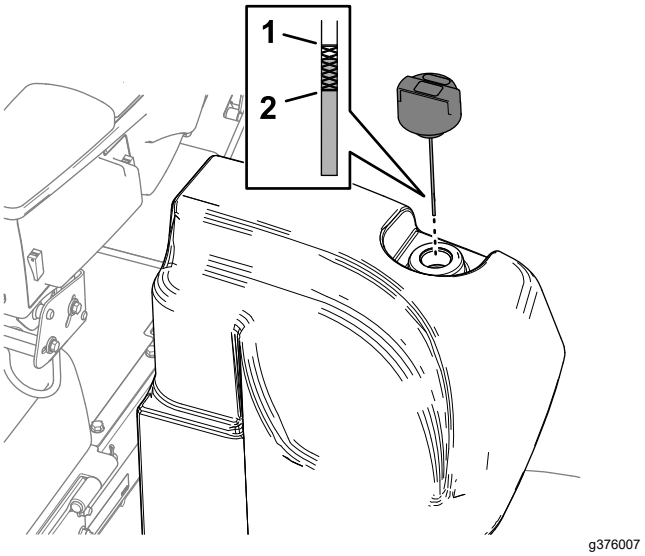

Figur 116
2. Gör rent omkring påfyllningsröret och hydraultanklocket (Figur 116).